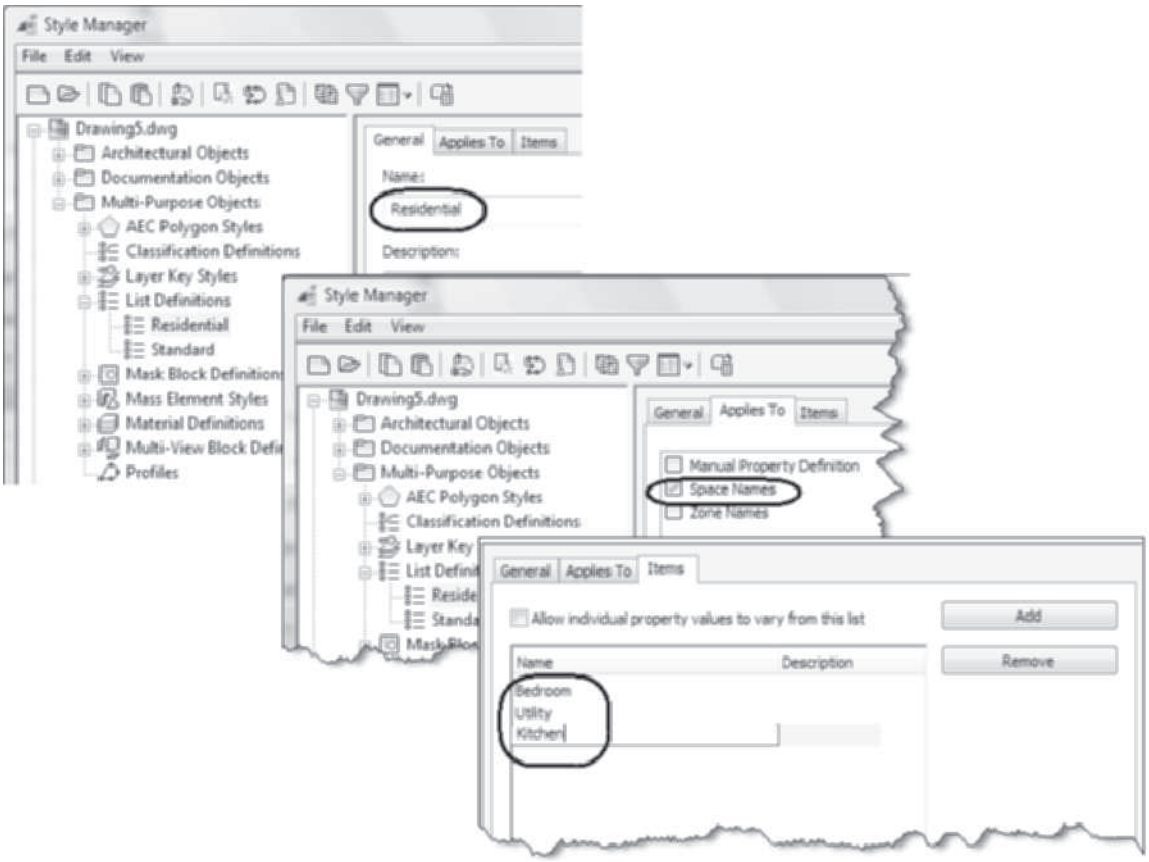

FIGURE 4.34 *Creating list definitions*
3. Choose the **General** tab of the right pane as shown in Figure 4.34 and overtype the name of the new list in the Name field.
5. Choose the **Items** tab of the right pane. Click the **Add** button as shown at the right in Figure 4.34. Edit the name column of each name for the list.